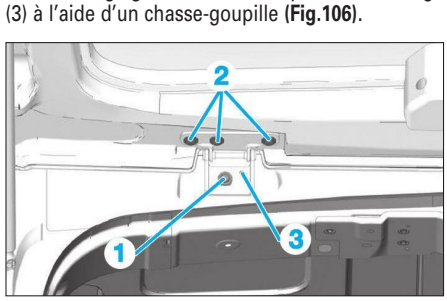

**Fig. 106**
- Pour le réglage, faire sauter le point de centrage (3) à l'aide d'un chasse-goupille **(Fig.106)**.